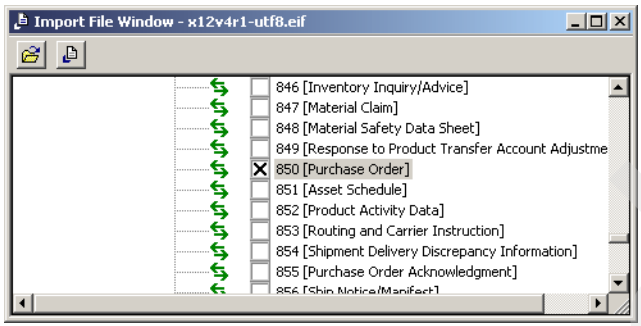

Figure 18-2 Select the 850
4. Select the **850** as shown in Figure 18-2 on page 591.